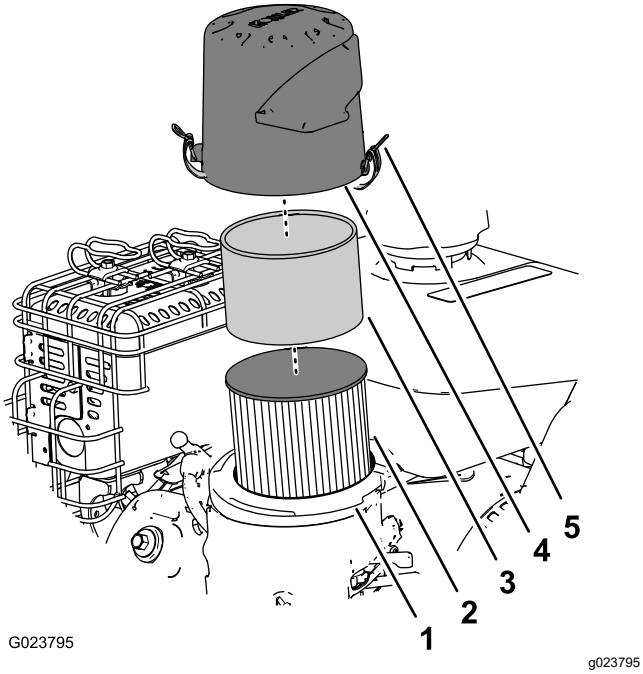

Figur 25
2. Fjern dekselet og rengjør det grundig (Figur 25).
3. Fjern skumforfilteret, vask det med et mildt rengjøringsmiddel og vann, og tørk det med et håndkle eller en klut (Figur 25).
4. Fjern og undersøk papirfilteret (Figur 25), og kast det hvis det er svært skittent.
6. Monter skumforfilteret på papirluftfilteret (Figur 25).
7. Monter luftfilterenheten på luftfilterbasen (Figur 25).